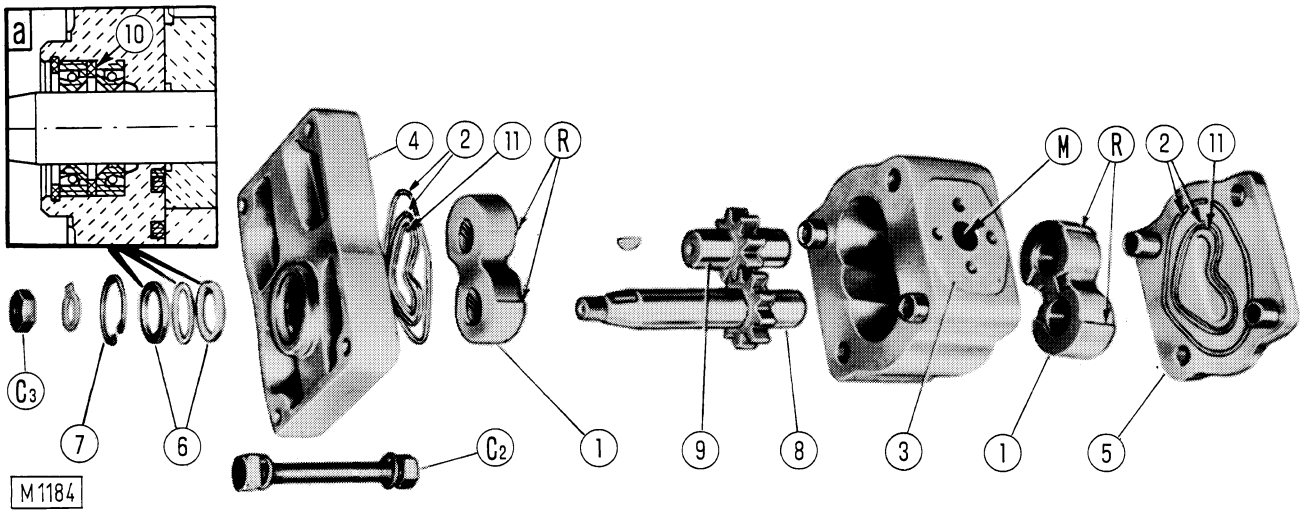
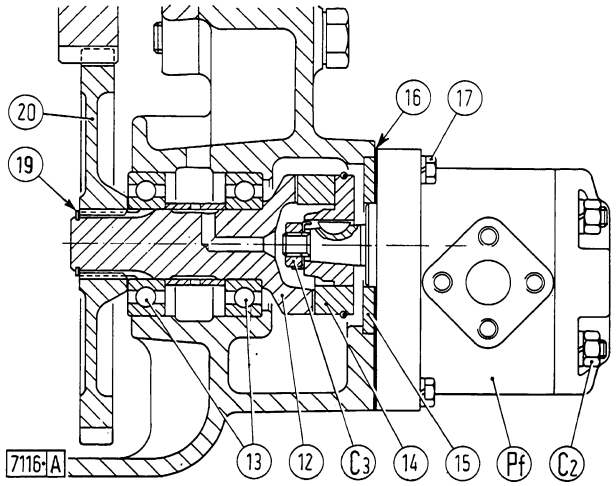

Fig. 12-2 - Exploded view of hydraulic pump.
Fig. 12-3 Section through hydraulic pump drive.
Journals are lubricated by incoming oil through slots provided in the bearings (1, fig. 12-2). End float is controlled by oil pressure supplied from outlet (M) and acting on bearing faces in the areas surrounded by O-rings (2).
Prior to removing drive shaft (12, fig. 12-3) and ball bearings (13), take off converter or main clutch assembly from machine and next the converter or main clutch from casing.
Prior to removing the pump, take off drive coupling (14, fig. 12-3) using a universal puller; subsequently, disassemble pump (fig. 12-2) removing nuts (C2) and marking the parts in order that they may be restored to their original position on assembly. Renew any defective parts as necessary.
Bearings should be positioned with the milled lube oil fillets (R, fig. 12-2) facing towards outlet (M) and with the lubricating recesses machined in the sides abutting the gears; moreover the bearings should be a light manual push fit in the pump body.